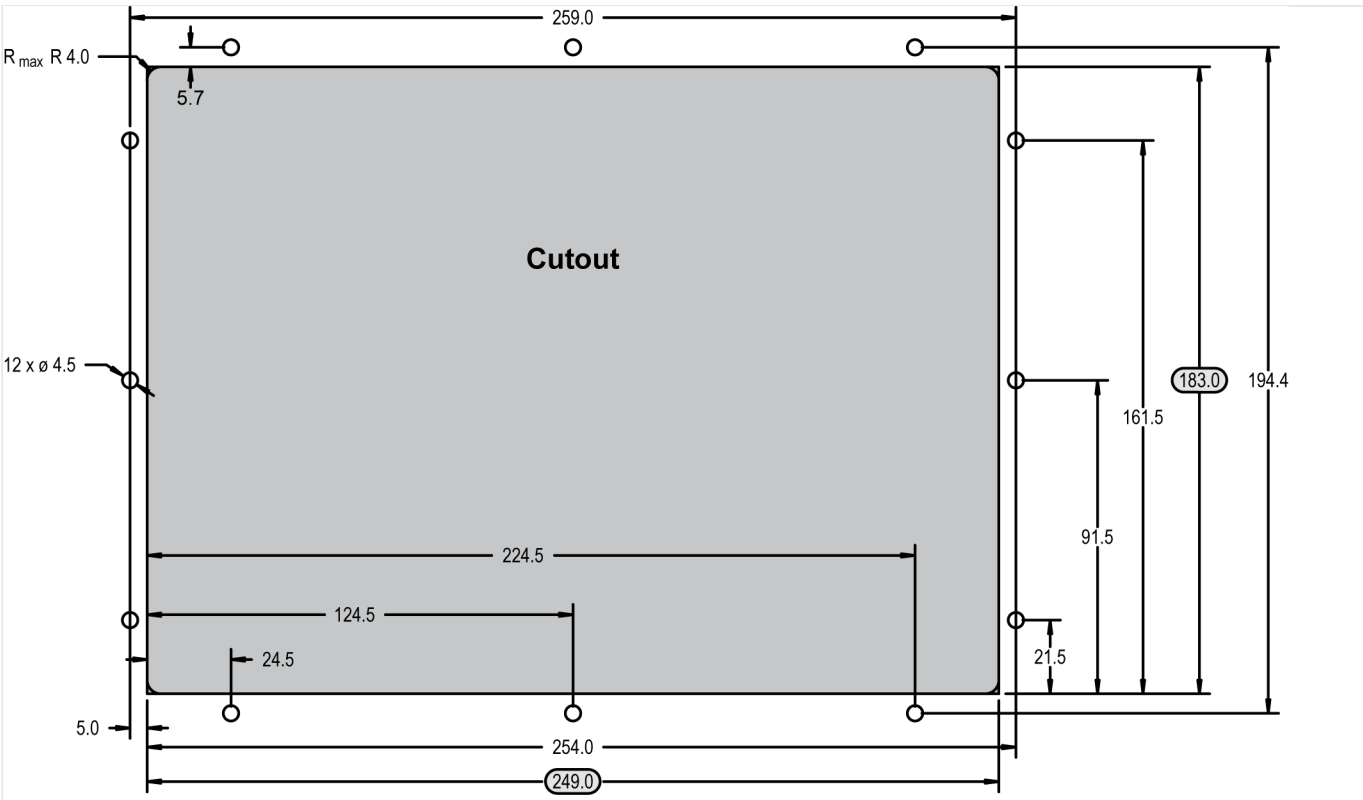

Fig. 17: Plastic housing - drill plan
The housing is equipped with 12 nut inserts (↳ Fig. 17), which must all be tightened properly to achieve the required degree of protection.
1. ▷	Cut out the panel and drill the holes according to the dimensions in Fig. 17 (dimensions shown in mm).